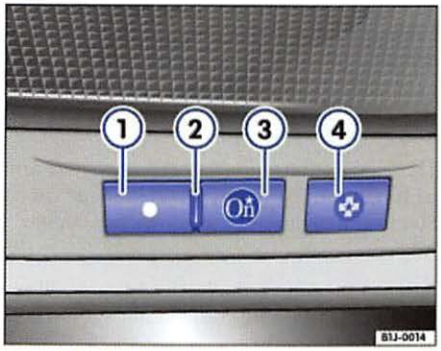

Fig. 5 DOT button
– Press the DOT button ⇒ fig. 5 ① at the end of a call. You'll hear the words **<OnStar Request Ended>**.